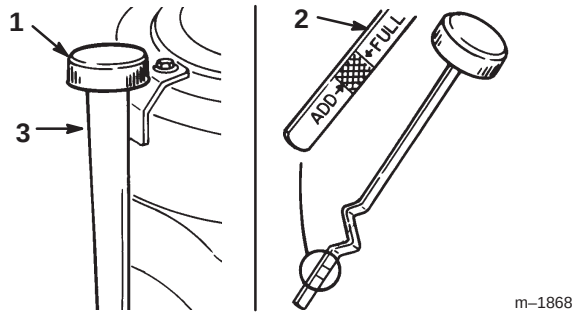

Figure 14
3. Nettoyez la surface autour de la jauge d’huile (Fig. 14) pour éviter que des impuretés s’introduisent dans le goulot de remplissage, ce qui risquerait d’endommager le moteur.
4. Dévissez la jauge d’huile et essuyez soigneusement l’extrémité métallique (Fig. 14).
5. Revissez la jauge complètement dans le goulot de remplissage (Fig. 14). Dévissez de nouveau la jauge et examinez l’extrémité métallique. Si le niveau est bas, versez lentement une quantité d’huile suffisante dans le goulot de remplissage pour amener le niveau au repère du plein (FULL) sur la jauge.
7. Versez lentement environ 80% de la quantité d’huile spécifiée dans le goulot de remplissage (Fig. 14). Vérifiez le niveau d’huile (voir Contrôle du niveau d’huile, page 19, points 4 à 5).